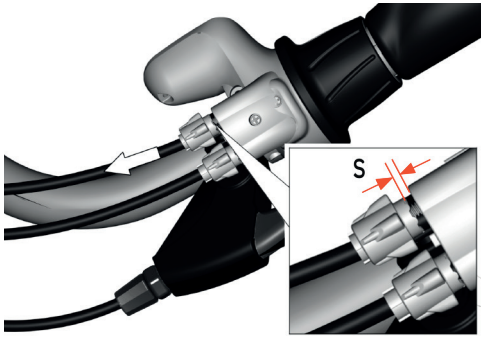

Abbildung 41 : Kontrolle des Kabelspiels
2. Beobachten Sie, ob ein Spiel vorhanden ist (siehe „S“ in Abbildung 41):